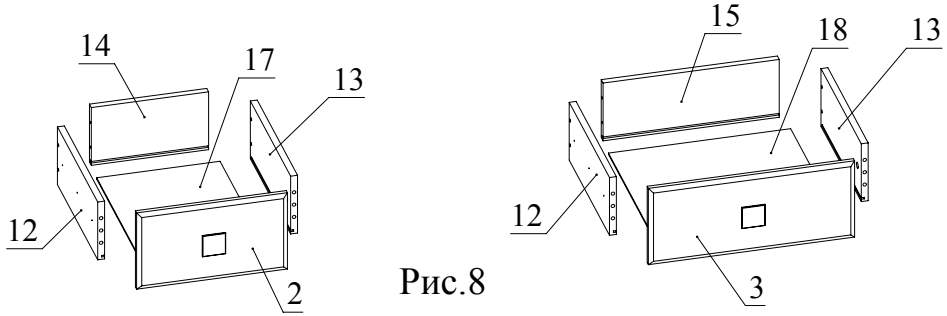

Рис.8
6. Соберите ящики. Для этого соединить деталь 14 с деталями 12 и 13 с помощью конфирматов. Затем вставить деталь 17 в пазы деталей 12, 13, 14. Соединить деталь 2 с деталями 12 и 13 и затянуть головки минификсов. С помощью винтов М4х20 закрепить ручки на деталях 2 (Рис. 8). Второй ящик собирается аналогично.